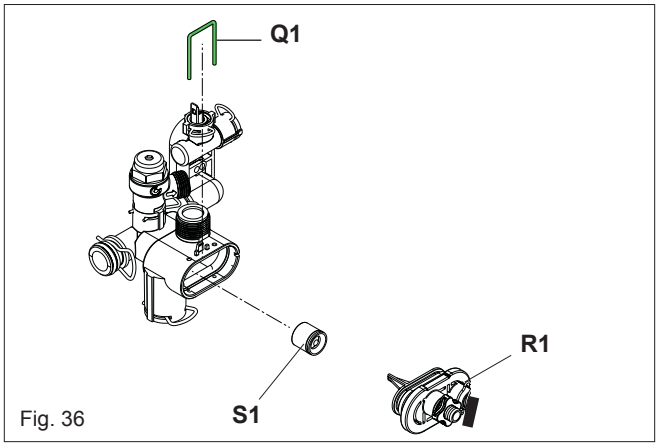

Fig. 36
6.17 AUTOMATIC BY-PAS (fig. 36)
Isolate the appliance from the electrical supply and remove the appliance casing as described in 4.7.1, to gain access to the printed circuit board, locate and open the closing plug on the dash board (L2), Restore the electrical supply to the boiler and switch the boiler to the OFF mode. locate and press the CO button (see fig. 36 pos. SW1). Press the button the number of times according the function requirement as par 7.3.1.